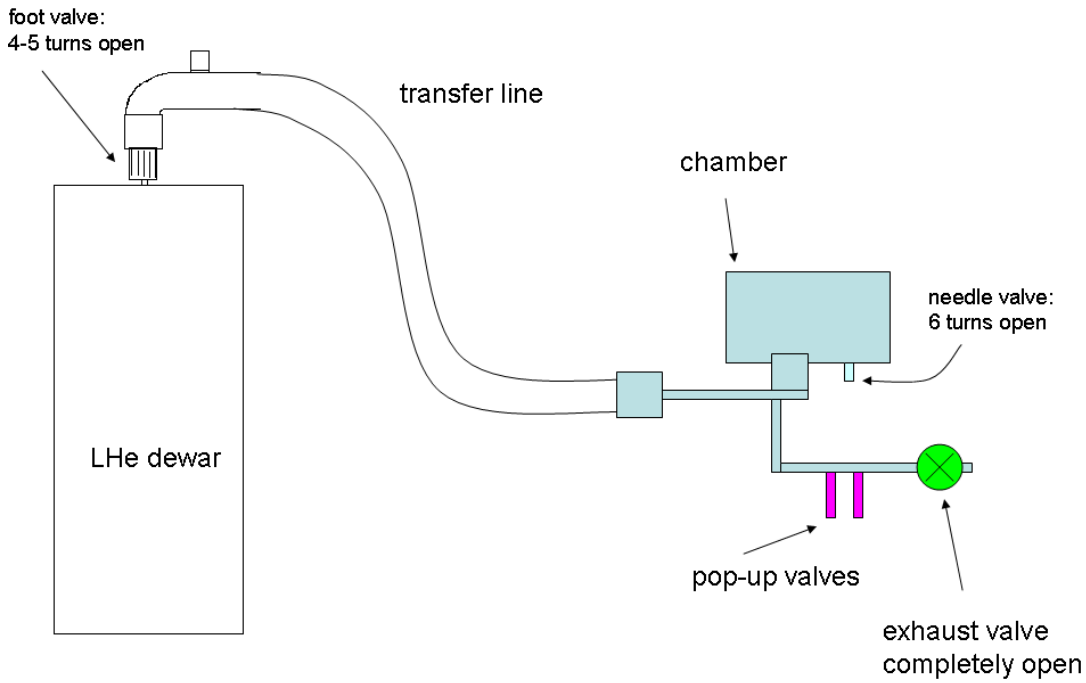

FIG 6. System configuration at the beginning of transfer.
16. The transfer is started. A schematic drawing of the system configuration is shown in Fig. 6. Start the LabVIEW program (cooldown.vi) that avoids condensation on the sample by (a) keeping the T(sample) 20 K above T(waste shield) if [T(waste)-T(magnet)]>100 or (b) by keeping the T(sample) 100 K above T(magnet) if [T(waste)-T(magnet)]<100. Make sure the sample heater range is set to 50 W.